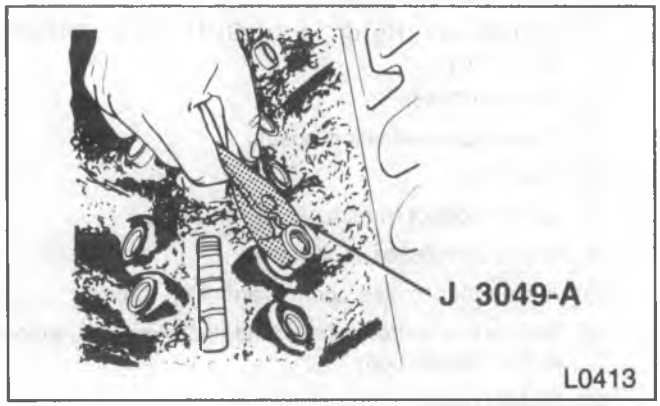
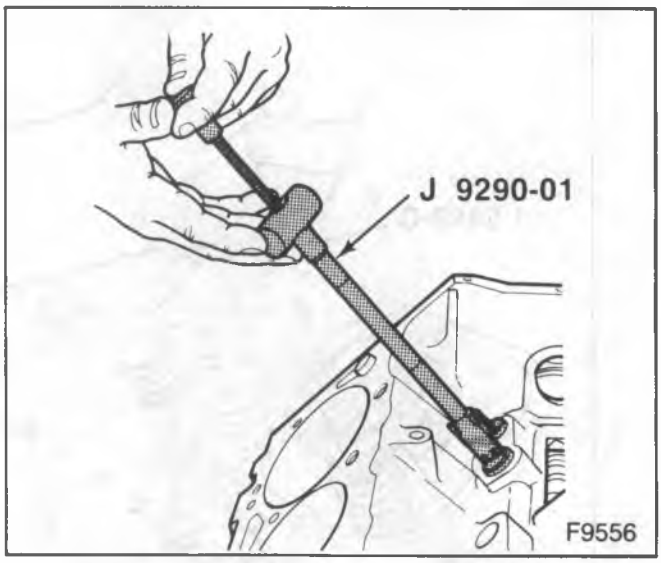

Figure 6 – Removing the Valve Lifter
Figure 7 – Removing the Valve Lifter
Remove or Disconnect (Figures 6 and 7)
- A stuck hydraulic lifter can be removed using J 3049-A (figure 6) or J 9290-01 (figure 7).